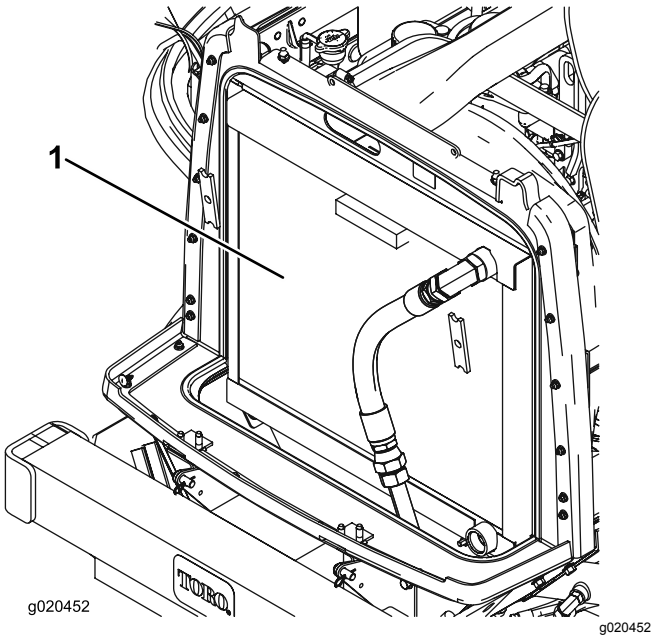

Figur 93
2. Rengör på båda sidor om kylaren/oljekylaren (Figur 93) ordentligt med tryckluft. Börja från fläktsidan och blås skräpet bakåt. Rengör sedan bakifrån och blås framåt. Upprepa detta flera gånger tills alla beläggningar och allt skräp är borta.